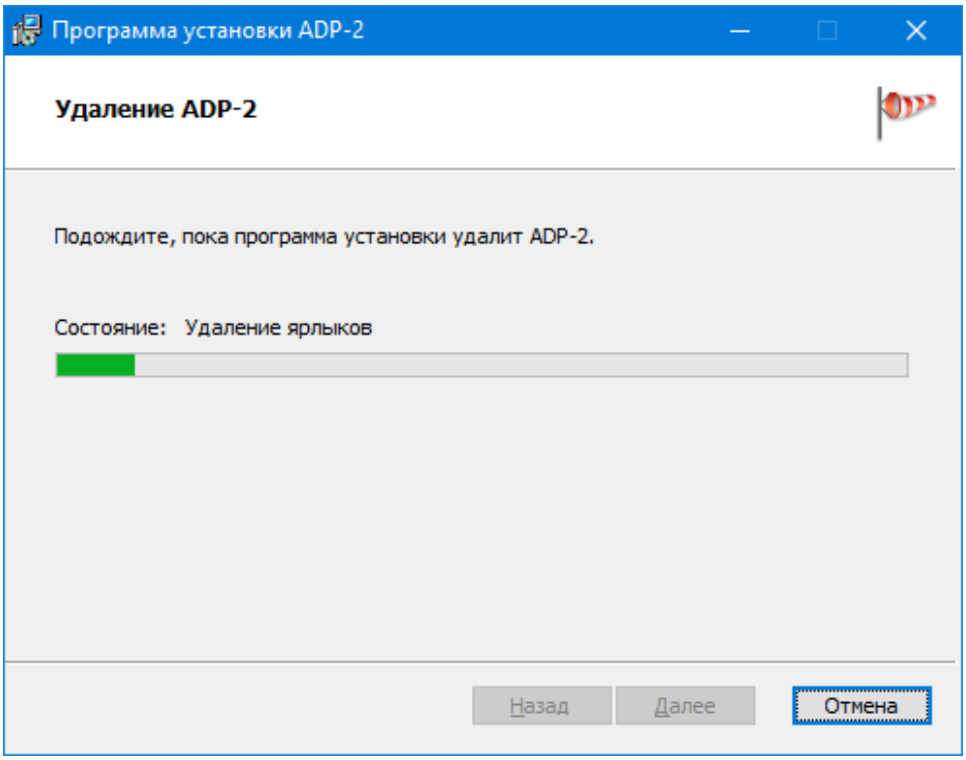

Рис. 2.11 – Ход процесса удаления программы
4. Ожидание удаления (рис. 2.11). Заполнение полосы прогресса отражает ход процесса удаления программы.